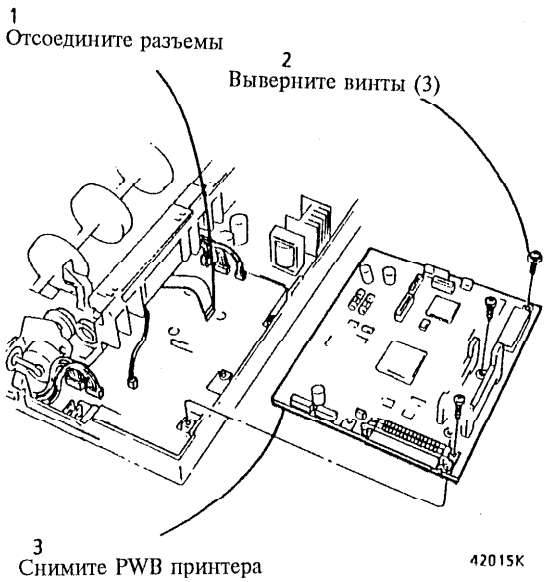

Рис. 1 Снятие PWB принтера
3. (Рис. 1): Снимите PWB принтера.